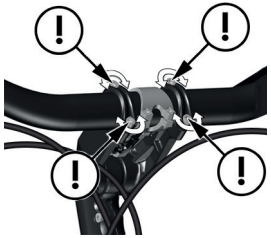

Afbeelding 9 B: De bouten van de stuurhoek draaien
1. Draai de 4 bouten van de stuurpen **43** een paar slagen in tegenwijzerzin om ze los te zetten (zie afbeelding 9)B). Het is niet nodig om de bout verder te draaien.